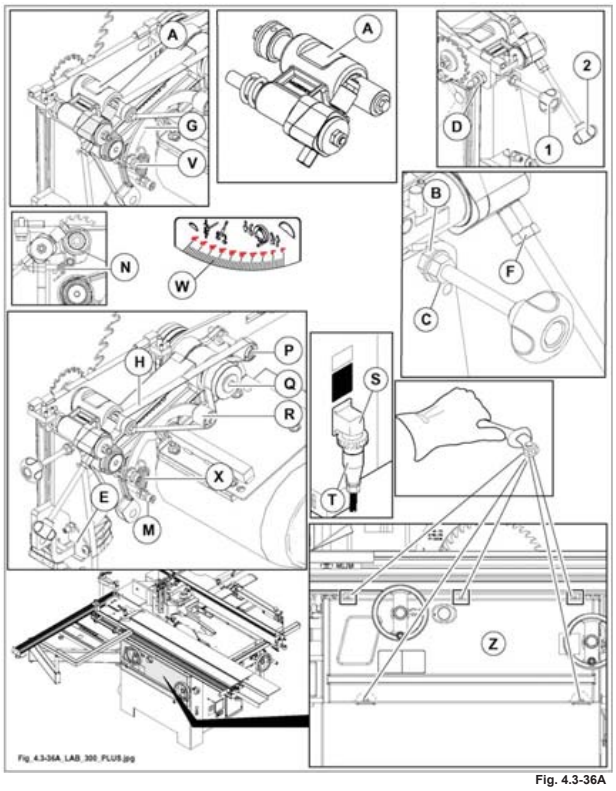

Fig. 4.3-36A
- Smontare il carter frontale (Z fig. 4.3-36A).
- Montare il gruppo (A fig. 4.3-36A) sul supporto sega.
- Serrare il dado (D fig. 4.3-36A) per bloccare il gruppo incisore (A fig. 4.3-36A).
- Smontare il particolare (E fig. 4.3-36A) e la targa (S fig. 4.3-36A)
- Montare il pomolo (1 fig. 4.3-36A) del sollevamento ed il pomolo (2 fig. 4.3-36A) della traslazione.
- Montare la molla (N fig. 4.3-36A) sul gruppo incisore.
- Montare la puleggia (P fig. 4.3-36A) sul braccio sega.
- Montare la puleggia (Q fig. 4.3-36A) nell'albero sega.
- Montare il gruppo staffa-puleggia (tendicinghia) (G fig. 4.3-36A), sul braccio sega, fissandolo con la vite (V fig. 4.3-36A) ma senza bloccarlo.
Verificare che le pulegge (P fig. 4.3-36A) e (R fig. 4.3-36A) siano perfettamente allineate con la puleggia (Q fig. 4.3-36A) e se necessita interporre dei distanziali.
- Montare la vite (M fig. 4.3-36A) di aggancio della molla (X fig. 4.3-36A) di tensionamento della cinghia incisore.
- Montare la cinghia (H fig. 4.3-36A) rispettando il percorso e i passaggi indicati in figura.
- Rimontare il carter frontale (Z fig. 4.3-36A).
- Montare la nuova targa (W fig. 4.3-36A) e riposizionare il particolare (E fig. 4.3-36A).
montare il pomolo di sollevamento (1 fig. 4.3-36A) e procedere alla sua registrazione mediante i dadi (B, C fig. 4.3-36A) come di seguito indicato:
avvitare il pomolo (1 fig. 4.3-36A), sollevare la lama incisore fino a farla sporgere di 3 mm sul piano di lavoro. Portare il dado (B fig. 4.3-36A) in battuta sul supporto sega e qui bloccarlo con la rondella ed il dado (C fig. 4.3-36A).
Montare il pomolo della traslazione (2 fig. 4.3-36A) e bloccarlo mediante il dado (F fig. 4.3-36A).
il giusto tensionamento della cinghia dell'incisore è assicurato dalla molla (X fig. 4.3.36A) e non necessita di alcuna registrazione.